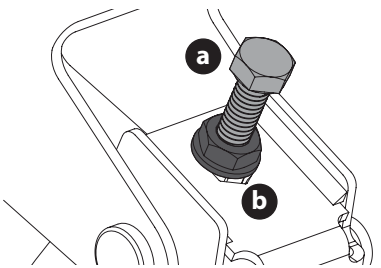

Fig. 38
3. Localisez les boulons de réglage (a) à gauche et à droite du plateau (Fig. 38).
4. Desserrez, mais ne retirez pas, les contre-écrous (b) du boulon de réglage. Ajustez le boulon de réglage droit ou gauche vers le haut ou le bas, le cas échéant, jusqu'à ce que les hauteurs de chaque côté soient égales (Fig. 38).
5. Lorsque le réglage sera correct, resserrez les contre-écrous (b). Serrez à 23 N-m (200 po-lb) (Fig. 38).